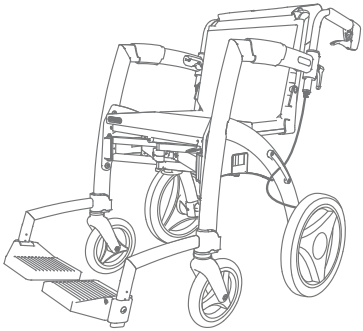

Figure 40: Chaise roulante prête à l'emploi.
f. La chaise roulante est maintenant prête à être utilisée **(Figure 40)**.
a. Transformez le Rollz Motion en chaise roulante **(Figure 40)** et assurez-vous que les repose-pieds ont été retirés du sac du kit chaise roulante.